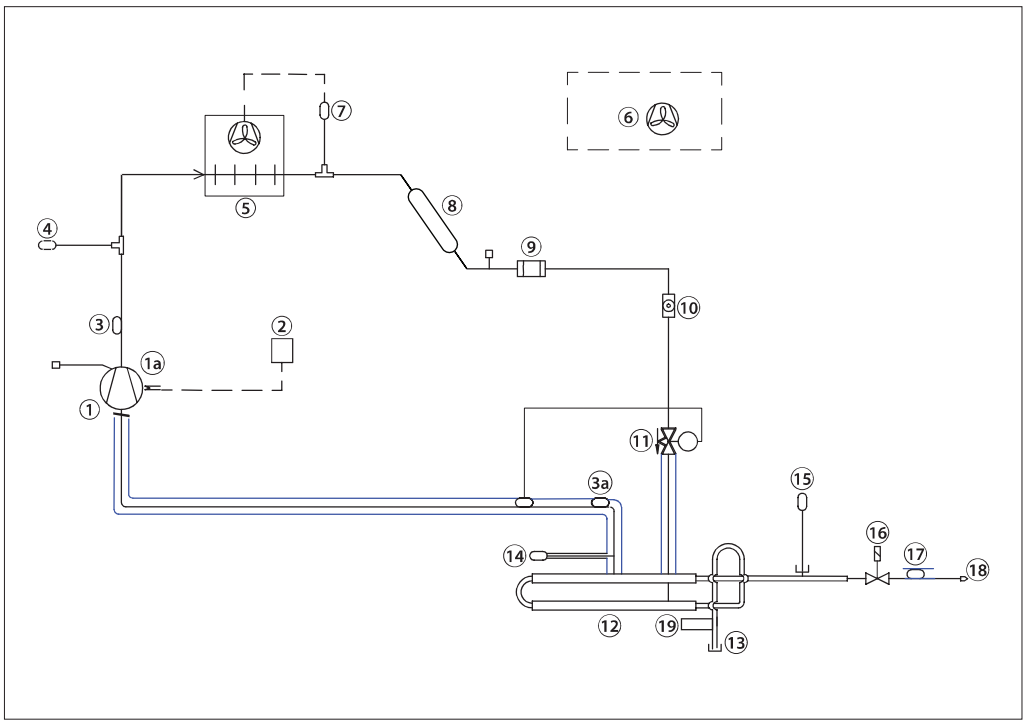

Fig. 1 - Purger R290 lay-out
*** See Fig. 1 and Fig. 10a*
Only 1 mechanical connection is needed for the purger (see fig. 1). The flow of ammonia/NC gases from the main plant is done through the flange for ammonia (see 13 in Fig. 1 below), while the NC gas purge is done through the blow-off pipe after the purge restrictor (18).